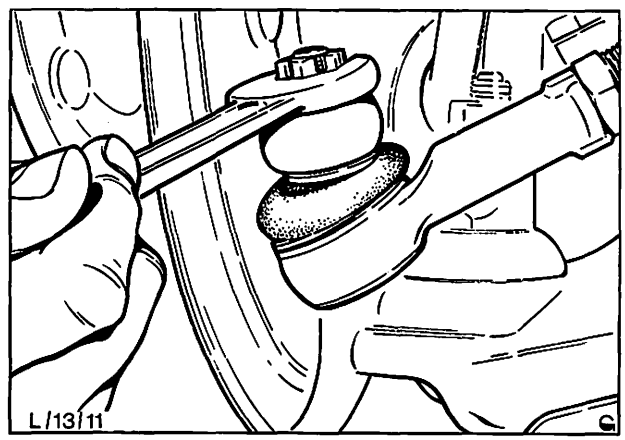

Abb. 50 Kronenmutter vom Spurstangenendstück abschrauben
3. Kontermutter des Spurstangenendstücks lösen, Abb. 50, Splint entfernen und Kronenmutter vom Spurstangenendstück abschrauben. Spurstangenendstück vom Spurstangenhebel pressen. Hierzu Spezialwerkzeug 13-006 verwenden.